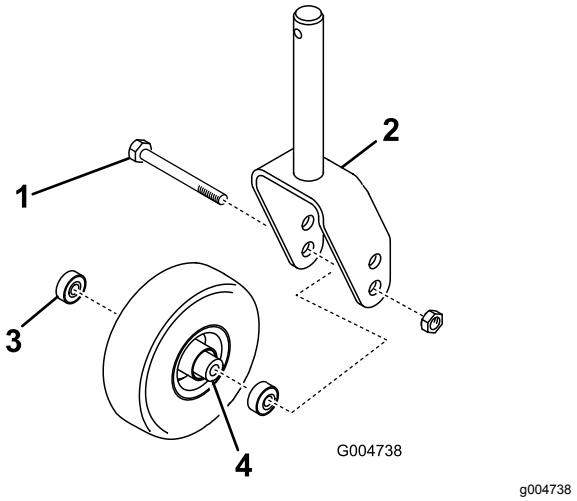

Figur 142
1. Fjern låsemutteren fra bolten som holder fast styrehjulet mellom styregaffelen eller styresvingarmen (Figur 142).
2. Ta tak i styrehjulet og skyv bolten ut av gaffelen eller svingarmen (Figur 142).
3. Fjern lagrene fra hjulnavet og la lageravstandsstykket falle ut (Figur 142).
4. Fjern lageret fra den andre siden av hjulnavet (Figur 142).